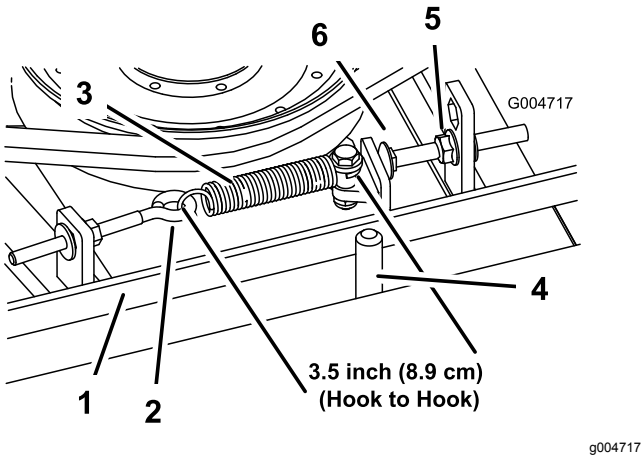

Figuur 75
Als de juiste spanning verkregen is, moet de binnenmeting van de trekveer (haak tot haak) ongeveer 8,3 cm tot 9,5 cm bedragen. Als de veer de juiste spanning heeft, moet u de aanslagbout (slotbout) afstellen totdat de afstand tussen de kop van de bout en de arm van de spanpoelie ongeveer 2 tot 5 mm is (Figuur 75).
Opmerking: Plaats de riem aan de kant van de riemgeleider die naar de veer is gekeerd (Figuur 75).
2. Draai de oogbout los om de trekveer te kunnen verwijderen (Figuur 75).
3. Maak de flensmoer los waarmee de aanslagbout aan het lipje is bevestigd en trek de spanpoelie weg van de riem om de riem te ontspannen (Figuur 75).
9. Bevestig de trekveer (Figuur 75) aan de oogbout en span de riem als volgt: